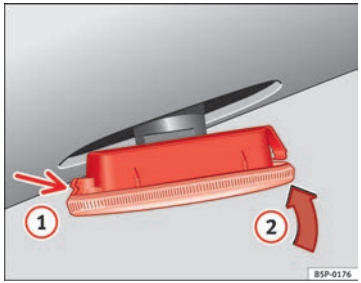

Fig. 183 Side turn signals
– First fit the turn signal in the opening in the chassis, fastening the tabs (1) ⇒ Fig. 183, and then fit in the bulb as shown by the arrow (2) ⇒ Fig. 183. ■